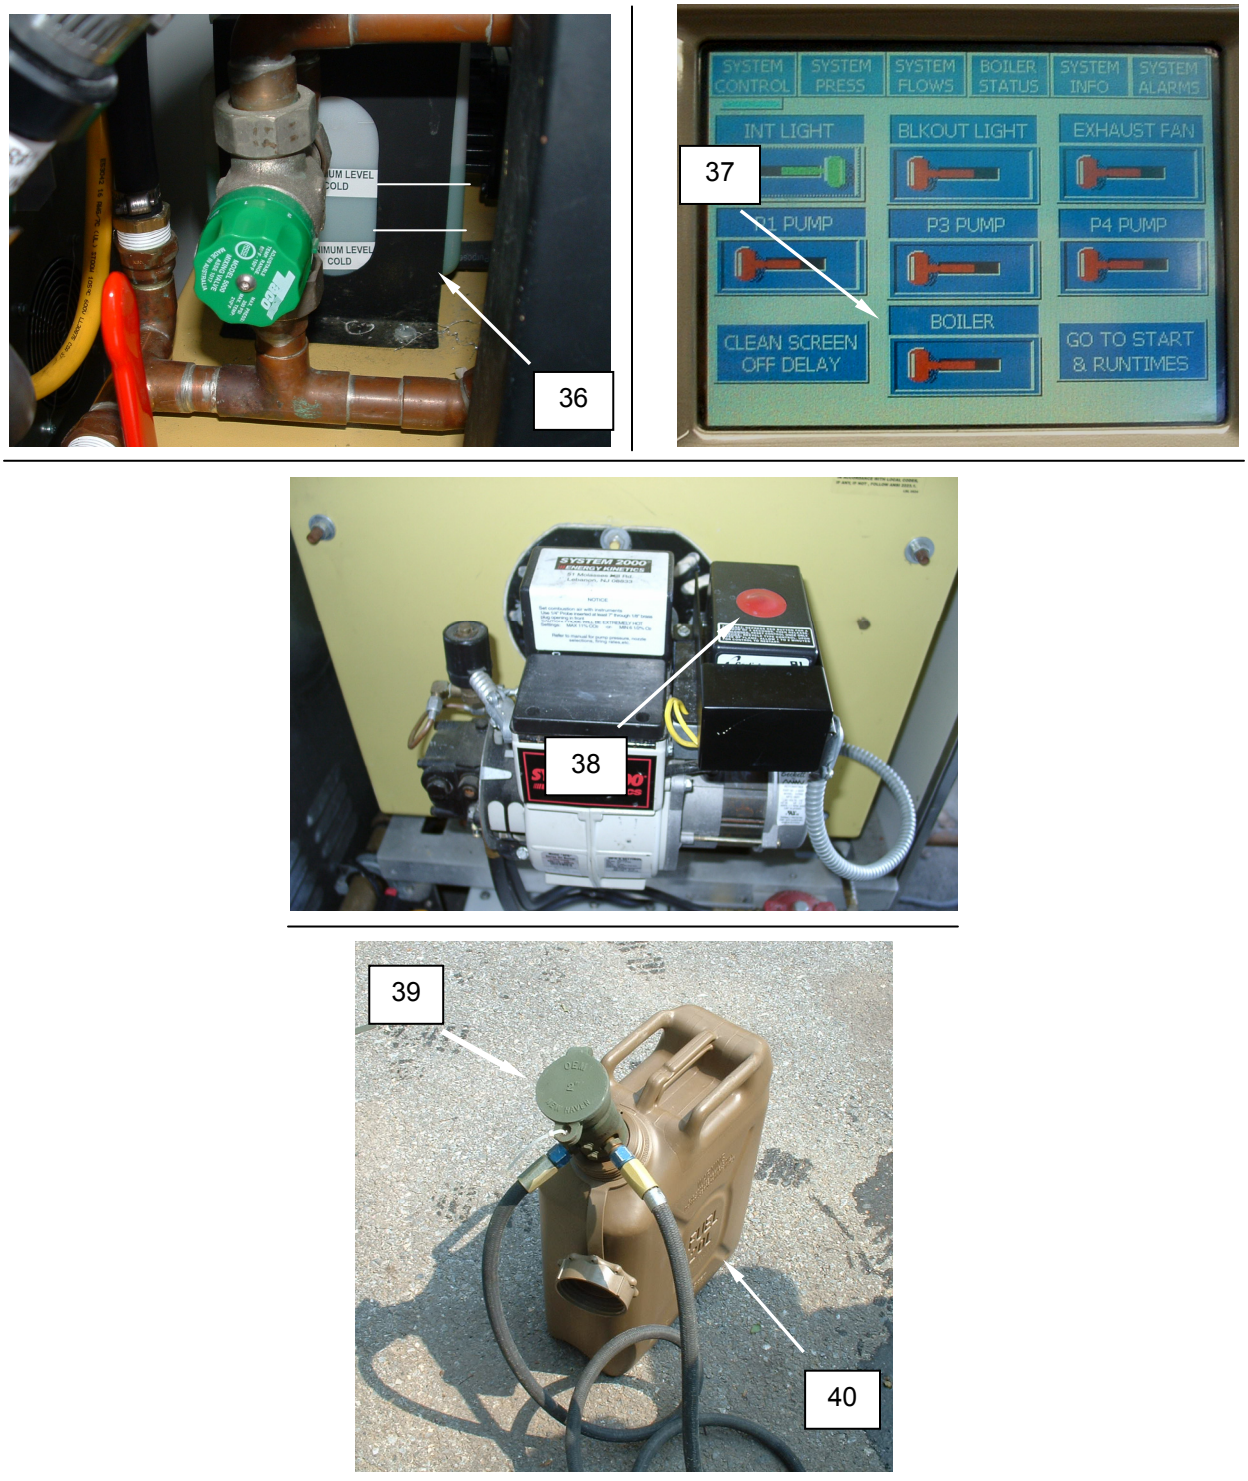

Figure 20. Operate the Boiler.
1. Ensure the boiler glycol level is above the minimum level and does not exceed the maximum levels. Add a 50/50 mix of glycol as necessary into the reservoir **(Figure 20, Item 36)**.
3. Switch the boiler **(Figure 20, Item 37)** ON at the PLC. You should hear the boiler come on immediately.
4. Monitor the boiler for at least five minutes to ensure proper operation. If the boiler shuts down within this amount of time, press the reset button **(Figure 20, Item 38)** on the controller for at least three seconds and continue to monitor for at least five minutes.
5. If the boiler shuts down again, shut the boiler off at the PLC **(Figure 20, Item 37)** and notify unit maintenance. Do not attempt a second restart.
6. Monitor the fuel supply during CBL operation. To replenish, shut down the boiler at the PLC **(Figure 20, Item 37)**, remove the fuel can adapter **(Figure 20, Item 39)**, and refill the can **(Figure 20, Item 40)**.